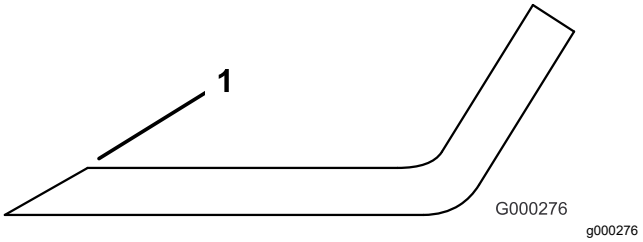

Figure 27
4. Examinez les tranchants de toutes les lames et aiguisez-les s'ils sont émoussés ou ébréchés (Figure 27).
Remarque: N'aiguisez que le haut du tranchant et conservez l'angle de coupe d'origine pour obtenir une coupe nette (Figure 27). Limez la même quantité de métal sur chacun des deux tranchants pour ne pas déséquilibrer la lame.